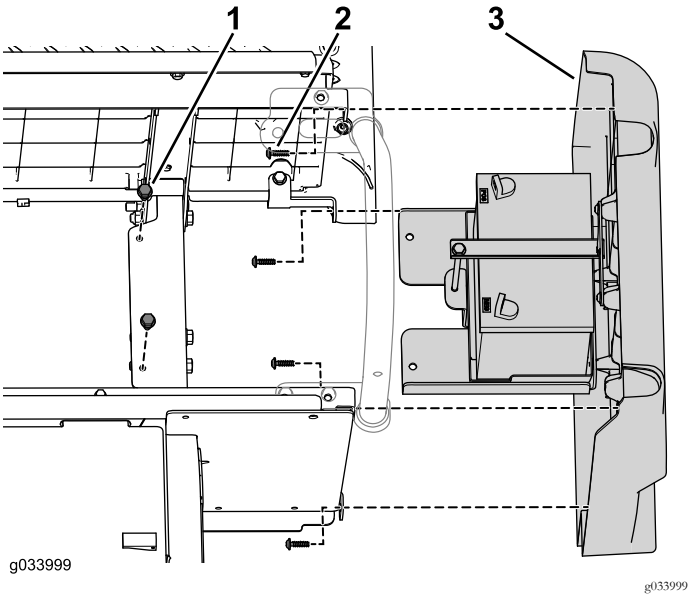

Figur 5
2. Ta bort de två flänsskruvarna som håller fast batteribrickan på ramen (Figur 5).
3. Ta bort de fyra skruvarna som håller fast den högra panelen på det nedre sätet (Figur 5).